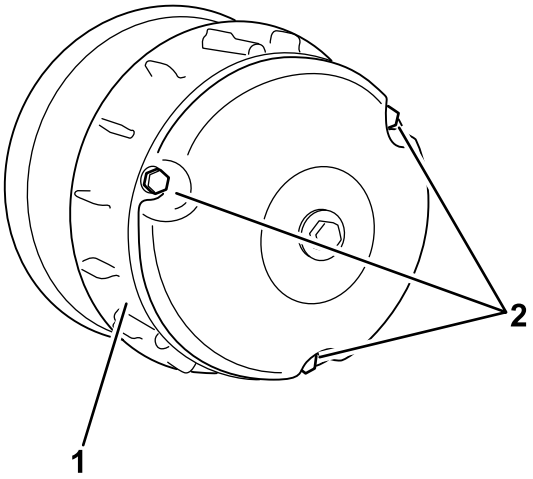

Figur 50
2. Fjern de tre skruene som fester dekselet til clutchen og fjern dekselet (Figur 50).
4. Sett på clutchdekselet og fest det med de tre skruene (Figur 50) som du fjernet i (2).